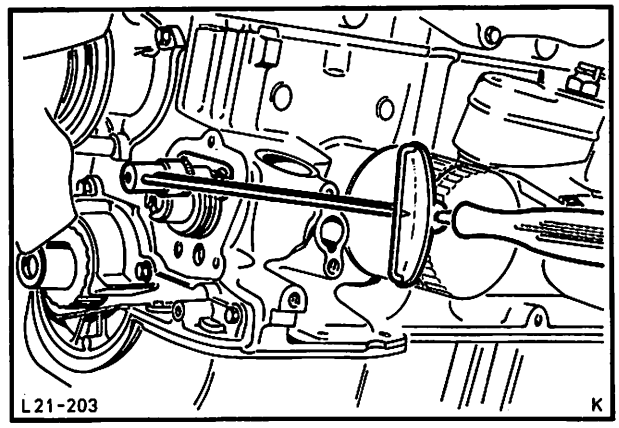

Abb. 304 Halteplatte – Nebenwelle mit Drehmoment anziehen
9. Nebenwelle einsetzen und Halteplatte montieren, Abb. 304. Axialspiel überprüfen (siehe Technische Daten), gegebenenfalls durch andere Halteplatte oder Nebenwelle korrigieren.